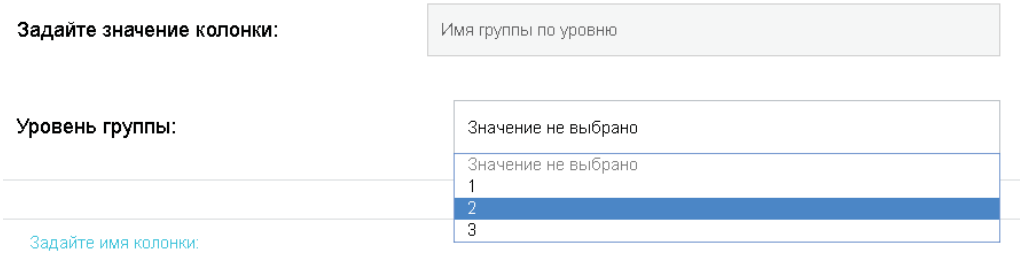

Рис. 93. Задание имени группы устройства по номеру уровня
- Имя устройства по уровню – дополнительно необходимо указать номер уровня групп (Рис. 93), в итоге будет взято имя группы указанного уровня, в котором находится устройство;